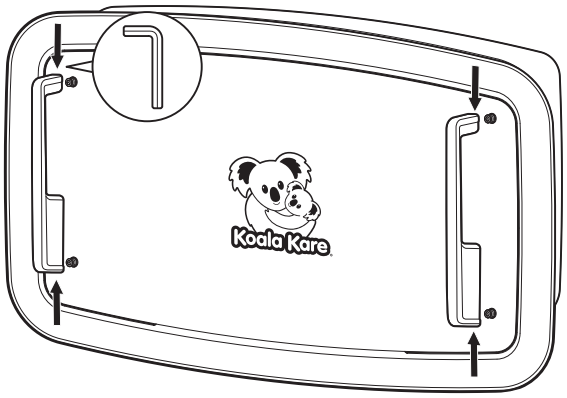

Fig. 4
- Use la llave Allen suministrada para apretar los tornillos de fijación en las manijas, y fíjelas a los espárragos de montaje. **Fig. 4**